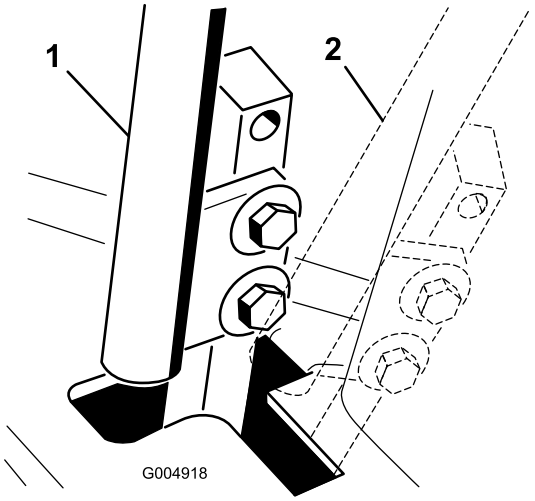

**Rysunek 54**
4. Ustaw dźwignię sterowania w położeniu NEUTRALNYM, ale jej **nie blokuj** (Rysunek 54).
6. Sprawdź, w którym miejscu znajduje się dźwignia względem wycięcia w konsoli (Rysunek 54).